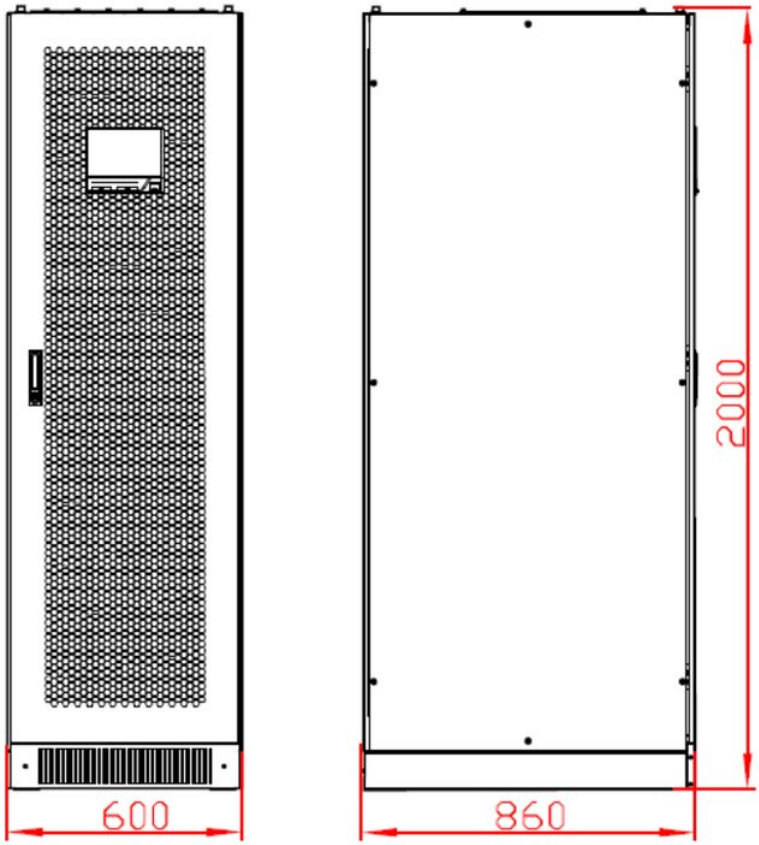

FIGURE 3-7 UPS size(unit: mm)
1. Determine and plan the installation position according to the UPS size (as shown in Figure 3-7) and installation clearance requirement (see 3.2.3 Installation Clearance).